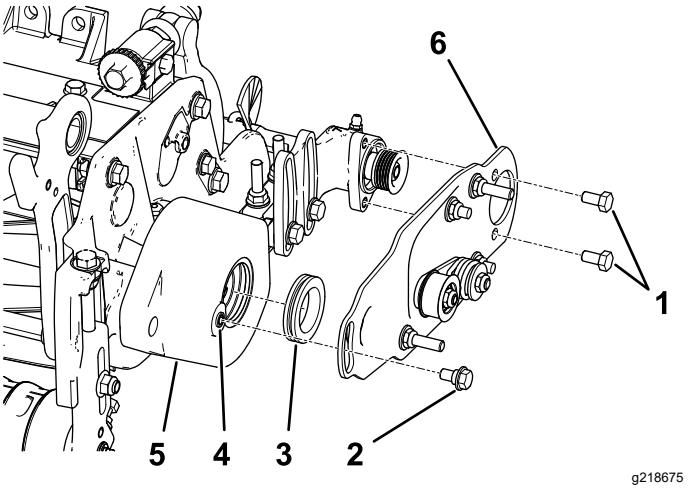

Bild 12
2. Schmieren Sie die Scheibe innen im Rollenbürstengehäuse mit Schmiermittel ein (Bild 12).
3. Montieren Sie die linke oder rechte Schwenkplatte der Rollenbürste (Bild 12).
Hinweis: Stellen Sie sicher, dass die Spannscheibe unten befestigt ist, wie in Bild 12 abgebildet.
4. Schmieren Sie die zwei Schrauben (5/16" x ½") mit Gewindesperrmittel ein und montieren Sie die Bürstenplatte am Lagergehäuse der Rollenbürste mit diesen Schrauben (Bild 12).
5. Entfernen Sie Lack mit einem 5/16"–18-Bohrer vom Gewinde im Rollenbürstengehäuse, bevor Sie die Ansatzschraube einschrauben (Bild 12).
6. Schmieren Sie die Ansatzschraube mit Gewindesperrmittel ein (Bild 12).
7. Befestigen Sie die Bürstenplatte mit der Ansatzschraube am Rollenbürstengehäuse (Bild 12).